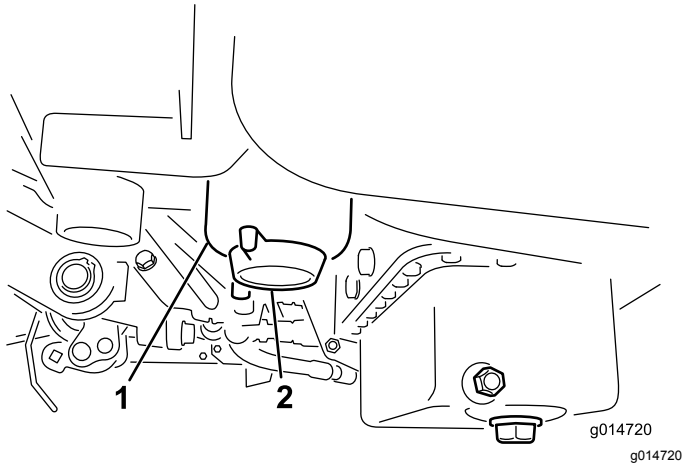

Figur 43
2. Rengör området där filterskålen ska monteras (Figur 43).
4. Öppna filtrets avtappningsplugg (Figur 43).